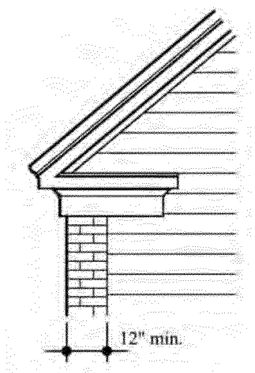

*Figure 12a*
- Rake returns are required at gable ends and shall have 2' minimum return of cornice trim. See Figures 12a and 12b.
» Masonry shall return a minimum of 12" on non-frontage side elevations or at an inside corner of a protruding element on the main/entry facade. Masonry returns are encouraged, but not required on rear elevations. See Figure 12a.